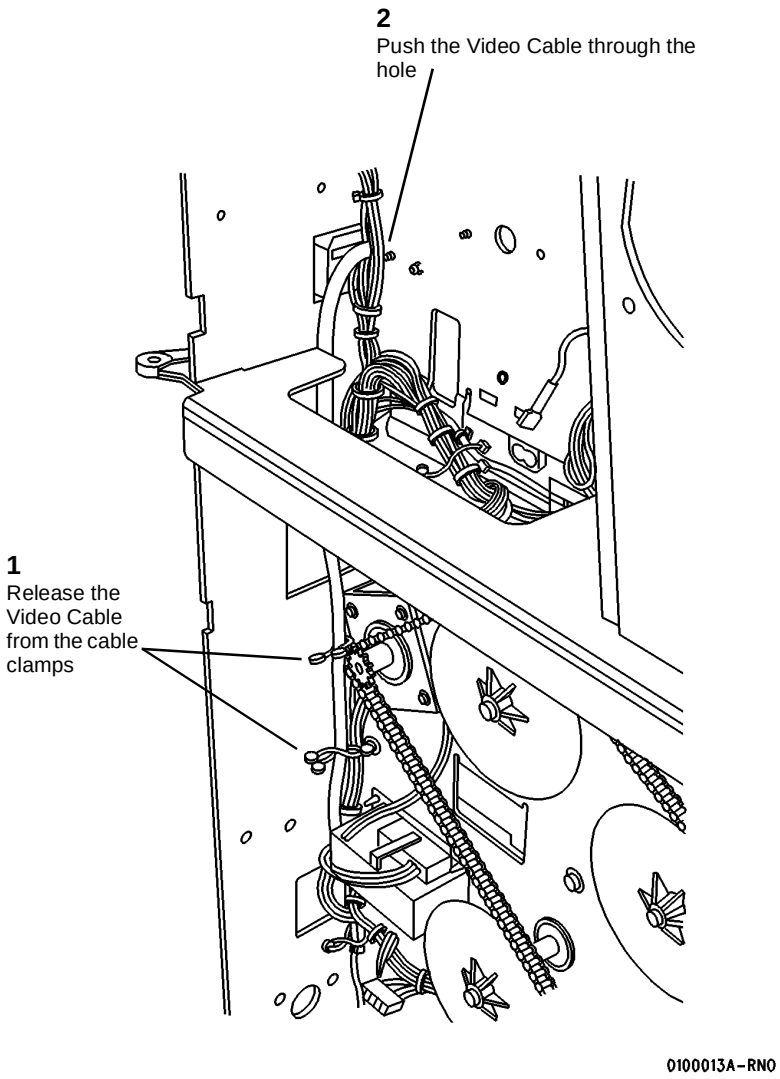

**Figure 4 Preparing the Video Cable for Removal**
10. (Figure 4): Release the Video Cable from the cable clamps and push it through the hole in the frame.